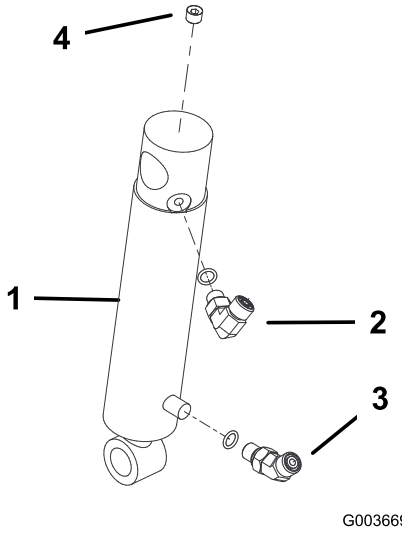

Figura 18
1. Enrosque uma união de 90° à porta superior do cilindro hidráulico. Posicione a união como se mostra na Figura 18.
2. Enrosque uma união de 45° à porta inferior do cilindro hidráulico. Posicione a união como se mostra na Figura 18.